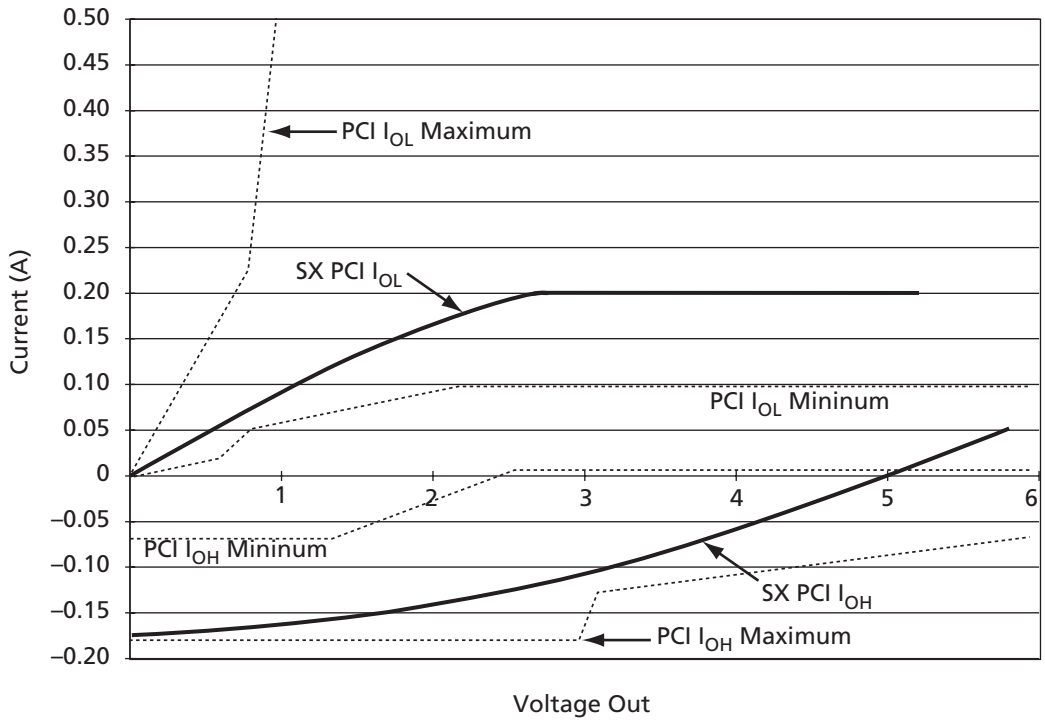

Figure 1-9 • **5.0 V PCI Curve for A54SX16P Device**
1. *Refer to the V/I curves in Figure 1-9 on page 1-11. Switching current characteristics for REQ# and GNT# are permitted to be one half of that specified here; i.e., half-size output drivers may be used on these signals. This specification does not apply to CLK and RST#, which are system outputs. "Switching Current High" specifications are not relevant to SERR#, INTA#, INTB#, INTC#, and INTD#, which are open drain outputs.*
3. *Maximum current requirements must be met as drivers pull beyond the last step voltage. Equations defining these maximums (A and B) are provided with the respective diagrams in Figure 1-9 on page 1-11. The equation defined maxima should be met by design. In order to facilitate component testing, a maximum current test point is defined for each side of the output driver.*
Figure 1-9 shows the 5.0 V PCI V/I curve and the minimum and maximum PCI drive characteristics of the A54SX16P device.